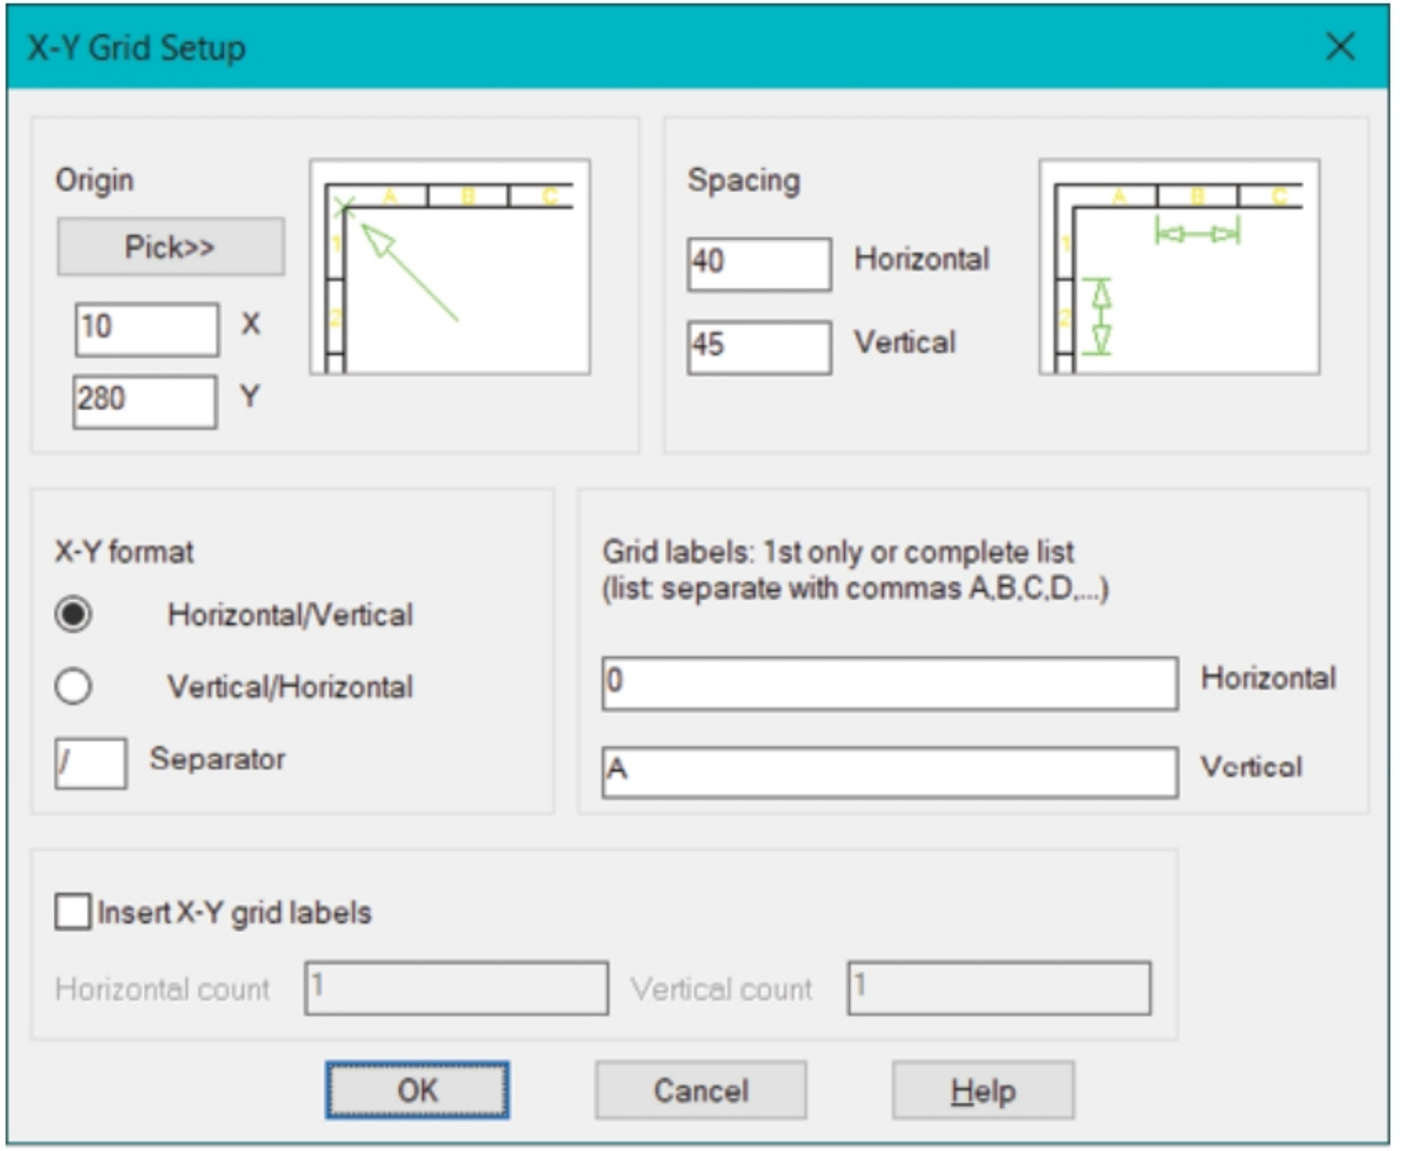

Figure-19. X-Y Grid Setup dialog box
- Click on the **X-Y Grid Setup** tool from the **Ladder** drop-down. The **X-Y Grid Setup** dialog box will be displayed as shown in Figure-19.